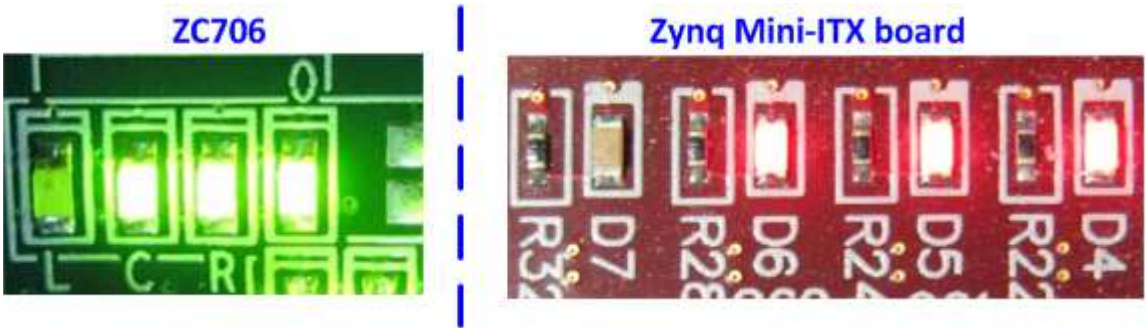

Figure 2-6 LED status after system set up complete on SATA-3 speed
9) After disk initialization, check GPIO LEDs status on ZC706 board at LED0 and LED1. Both LEDs must be ON, as shown in Figure 2-6. Each LED description is described as follows.